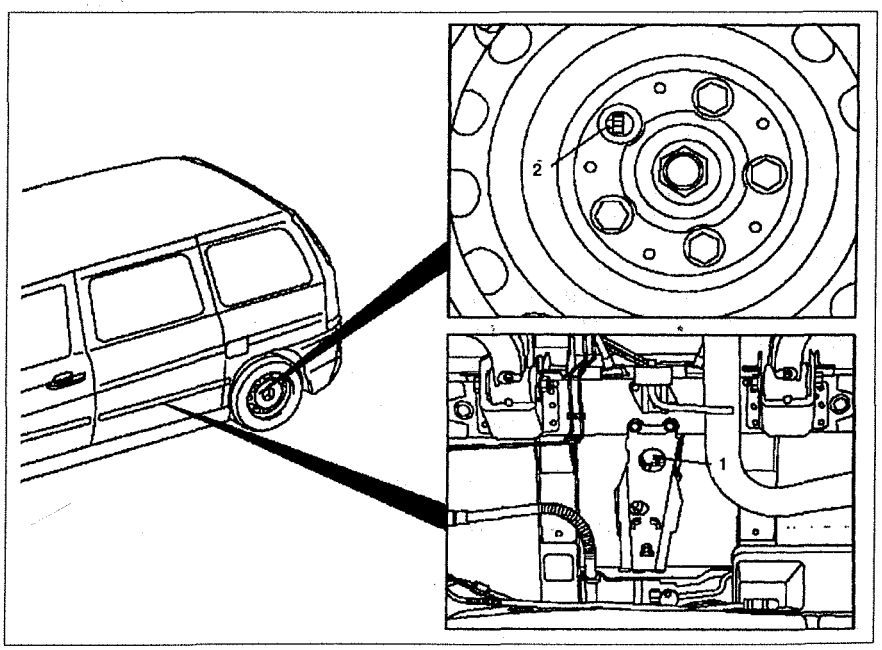

Рис. 9.13. Регулировка стояночной тормозной системы:
4. Ослабьте тросы привода стояночной тормозной системы путем откручивания регулировочного болта **1** (см.рис.9.13).